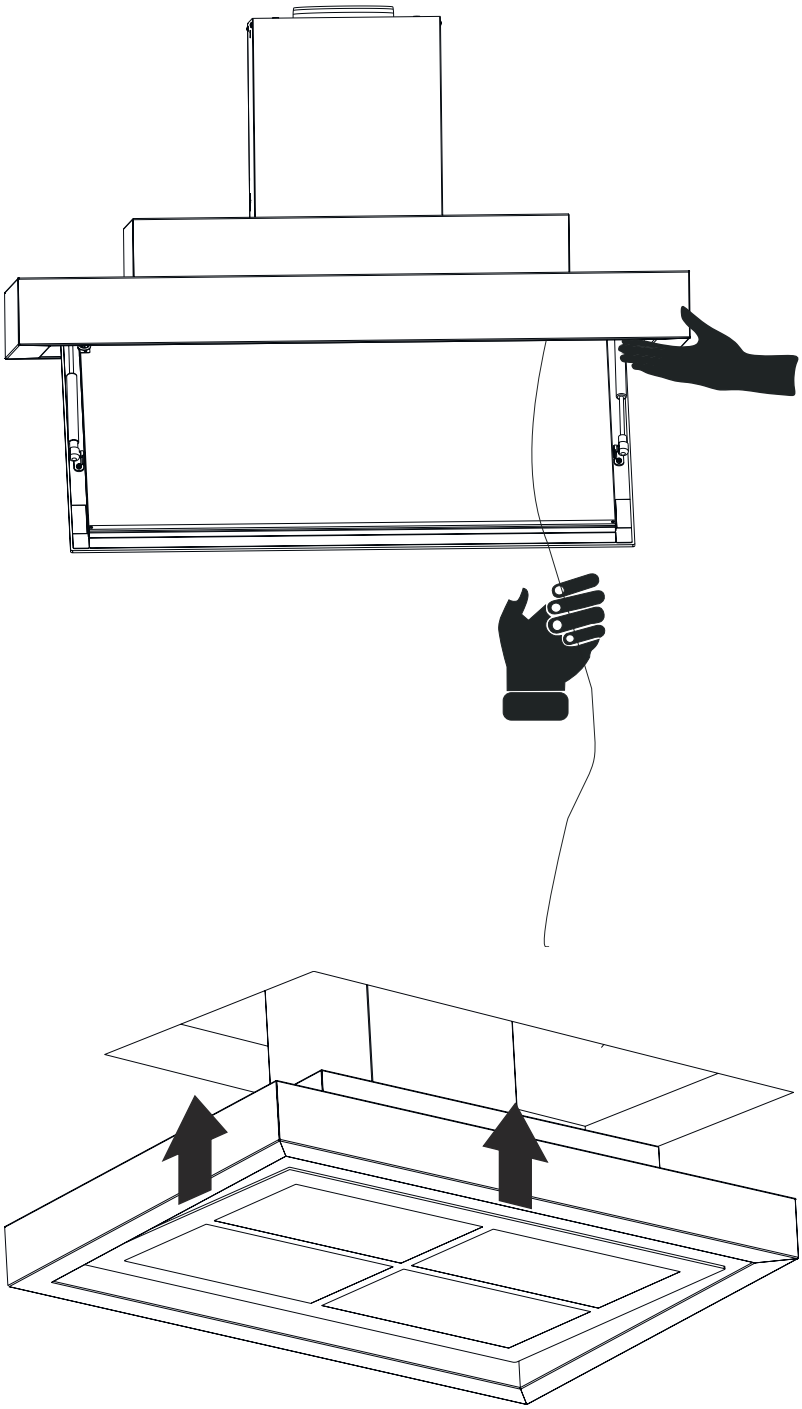

Fig. 26
10. For at hæve emhætten ved brug af stålwire; løft emhætten med en hånd på den korte side og træk nu i stålwirerne en efter en. Gør nu dette på skift på emhættens korte sider. For hver gang der trækkes i stålwirerne, låser sikkerhedslåsen stålwiren fast ((Fig. 26).